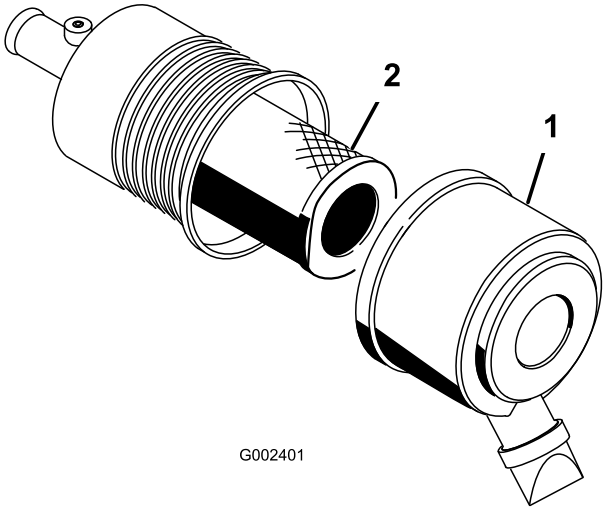

**Figur 42**
1. Lossa spärrhakarna på luftrenaren och dra av luftrenarkåpan från luftrenarhuset (Figur 42).
3. Dra försiktigt ut huvudfiltret ur luftrenarhuset (Figur 42).
6. Om du byter ut säkerhetsfiltret ska du försiktigt skjuta in det nya filtret i filterhuset (Figur 42).
7. Skjut försiktigt på huvudfiltret över säkerhetsfiltret (Figur 42).
8. Sätt tillbaka luftrenarkåpan med sidan uppåt och fäst spärrhakarna (Figur 42).